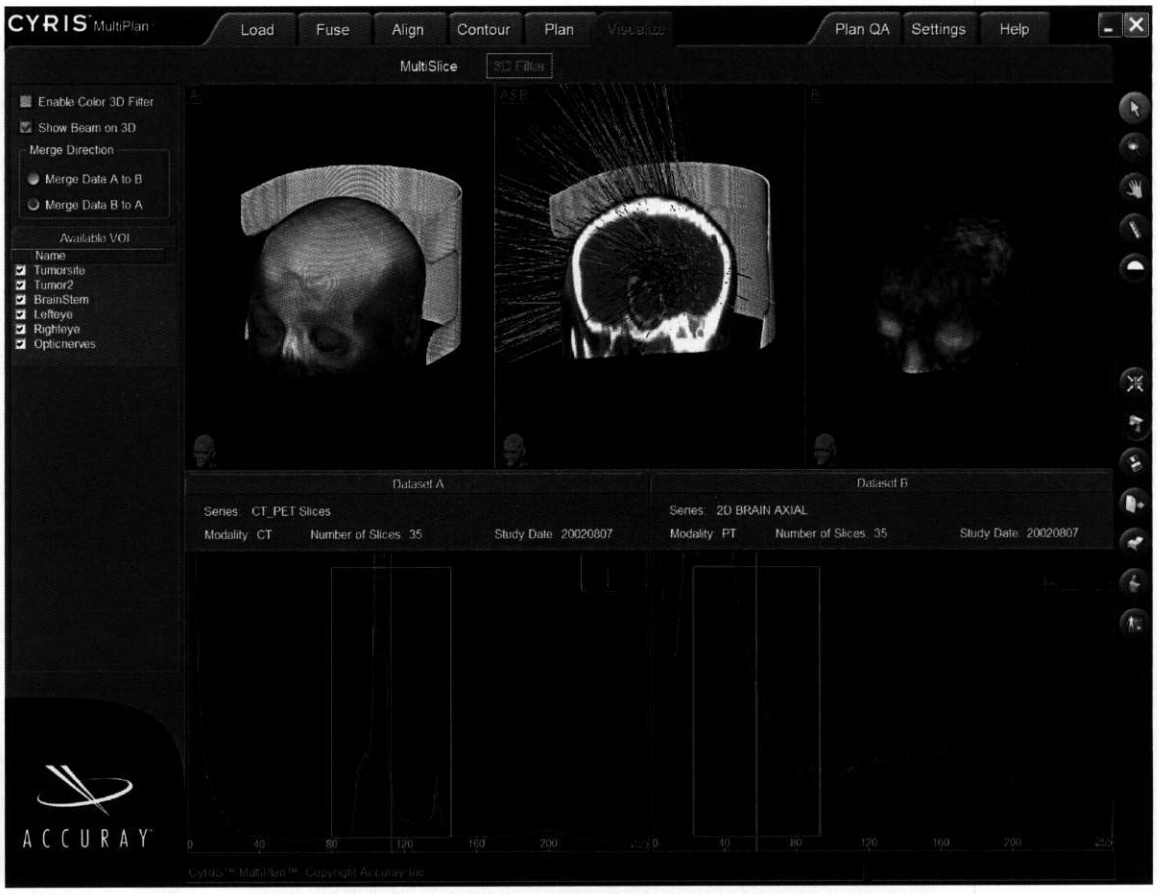

**Figure 53 Window/Level 3D Image Filter**
*Figure 53 Window/Level 3D Image Filter, page 78* shows the 3D Filter layout for a plan with two fused medical images. The Display View differs for the two cases, because with two image sets you can see three volume renderings: the fixed image, a mixed fusion of the fixed and moving image, and the moving image. *Figure 54 Color 3D Filter, page 79* also has two image histograms, because two image sets are being sampled. The Control View with two image studies adds the control buttons to generate the mixed image. You can either Merge Data A to B (fixed to moving image) or Merge Data B to A (moving to fixed image).